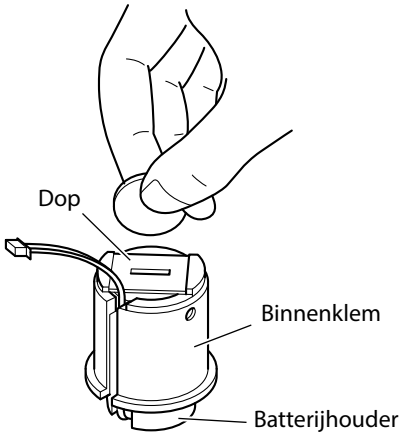
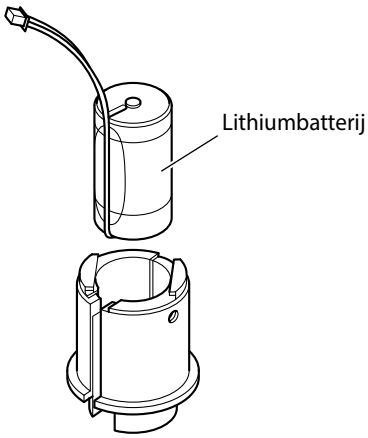

Afb. 23 Verwijderen van de batterijdop
Afb. 24 Verwijderen van de batterij
**4** Draai de dop op de batterijhouder met een muntstuk los en verwijder de batterij. (afb. 23 en afb. 24).
**Opmerking: Als u de batterij plaatst, moet u de batterijdraad uitlijnen met de gleuf van de binnenklem. [Als de batterij aan de ommezijde wordt geplaatst, dan kan de batterij niet volledig ingevoegd worden (afb. 24)].**